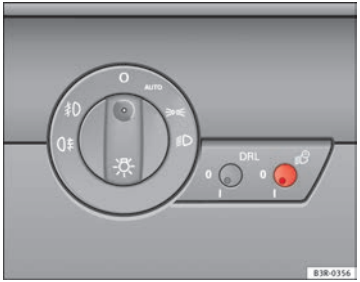

Fig. 85 Detailed view of the dash panel: Coming home and leaving home functions
– Briefly press the knob ⇒ Fig. 85 to release it from its set position.